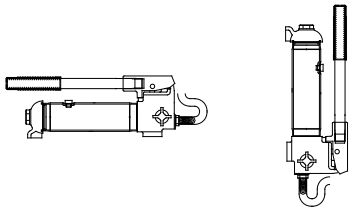

Figure 3 : Position variable
1. La pompe peut être utilisée en position horizontale ou verticale comme c'est illustré (à la figure 3).